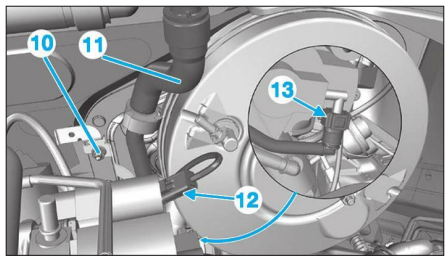

**Fig. 20**
• Déposer l'écrou (10) **(Fig.20)**.
• Désaccoupler puis écarter la durit (11) du radiateur de chauffage.
• Débrancher le connecteur (12).
• Débrancher le raccord encliquetable (13).